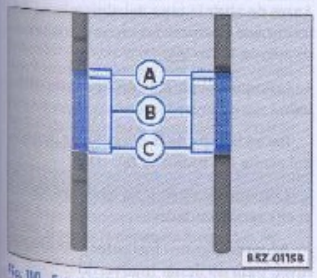

Fig. 110 En el vano motor: varilla de medición del nivel de aceite
– Retire nuevamente la varilla del aceite y controle el nivel del aceite en la extremidad inferior de la varilla ⇒ página 169, fig. 110.
Si el nivel del aceite se sitúa en el área ⇒ página 169, fig. 110 Ⓐ, no debe reabastecerse de aceite.
– Así que el nivel del aceite alcance por lo menos el área Ⓐ ⇒ página 169, fig. 110, cierre cuidadosamente la tapa de la boquilla de llenado.